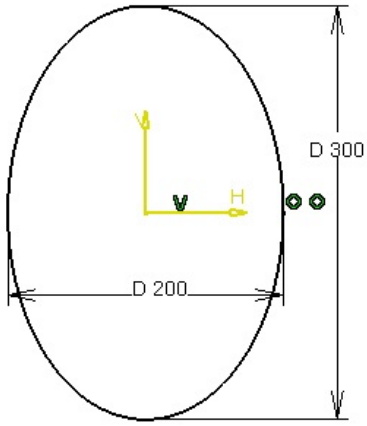

Figure 10-71 *The guide curve*
b. Draw the sketch for the base surface, refer to Figures 10-71 and 10-72.
3. Draw an ellipse for the guide curve, as shown in Figure 10-71, and exit the **Sketcher** workbench. If the sketch is selected, then you need to click anywhere on the screen to deselect it.